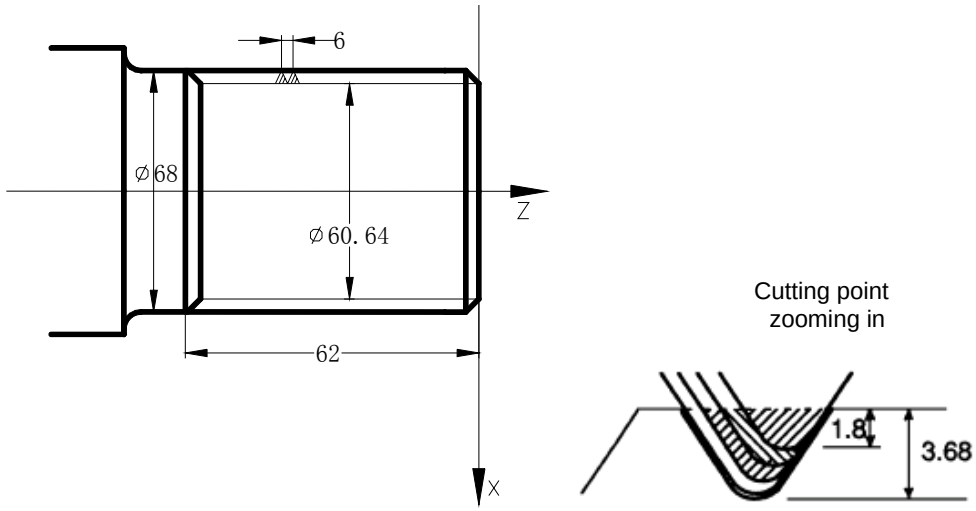

Fig.3-96
5) The direction of A→C→D→E is defined by signs of U,W , and the direction of C→D is defined by the sign of R(i) . There are four kinds of sign composition of U, W corresponding to four kinds of machining path as Fig. 3-96.
Example: Fig. 3-96, thread M68×6.